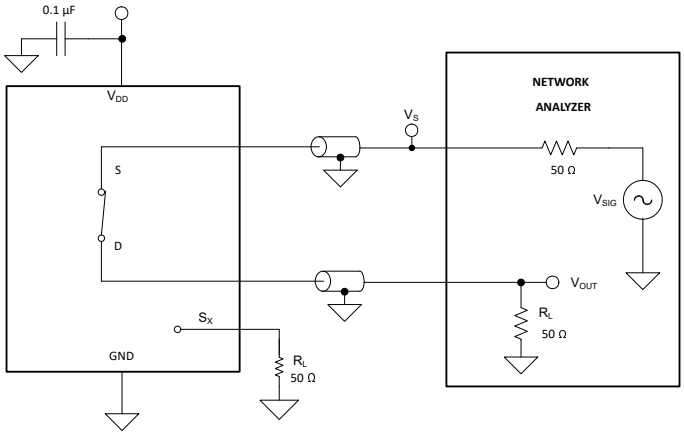

Figure 7-11. Bandwidth Measurement Setup
Bandwidth is defined as the range of frequencies that are attenuated by less than 3 dB when the input is applied to the source pin (Sx) of an on-channel, and the output is measured at the drain pin (D) of the device. Figure 7-11 shows the setup used to measure bandwidth.